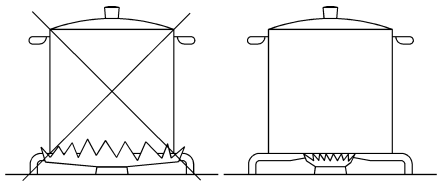

FIG. 2
- Utiliser pour chaque brûleur des casseroles adéquates (voir le tableau suivant et la fig.2).